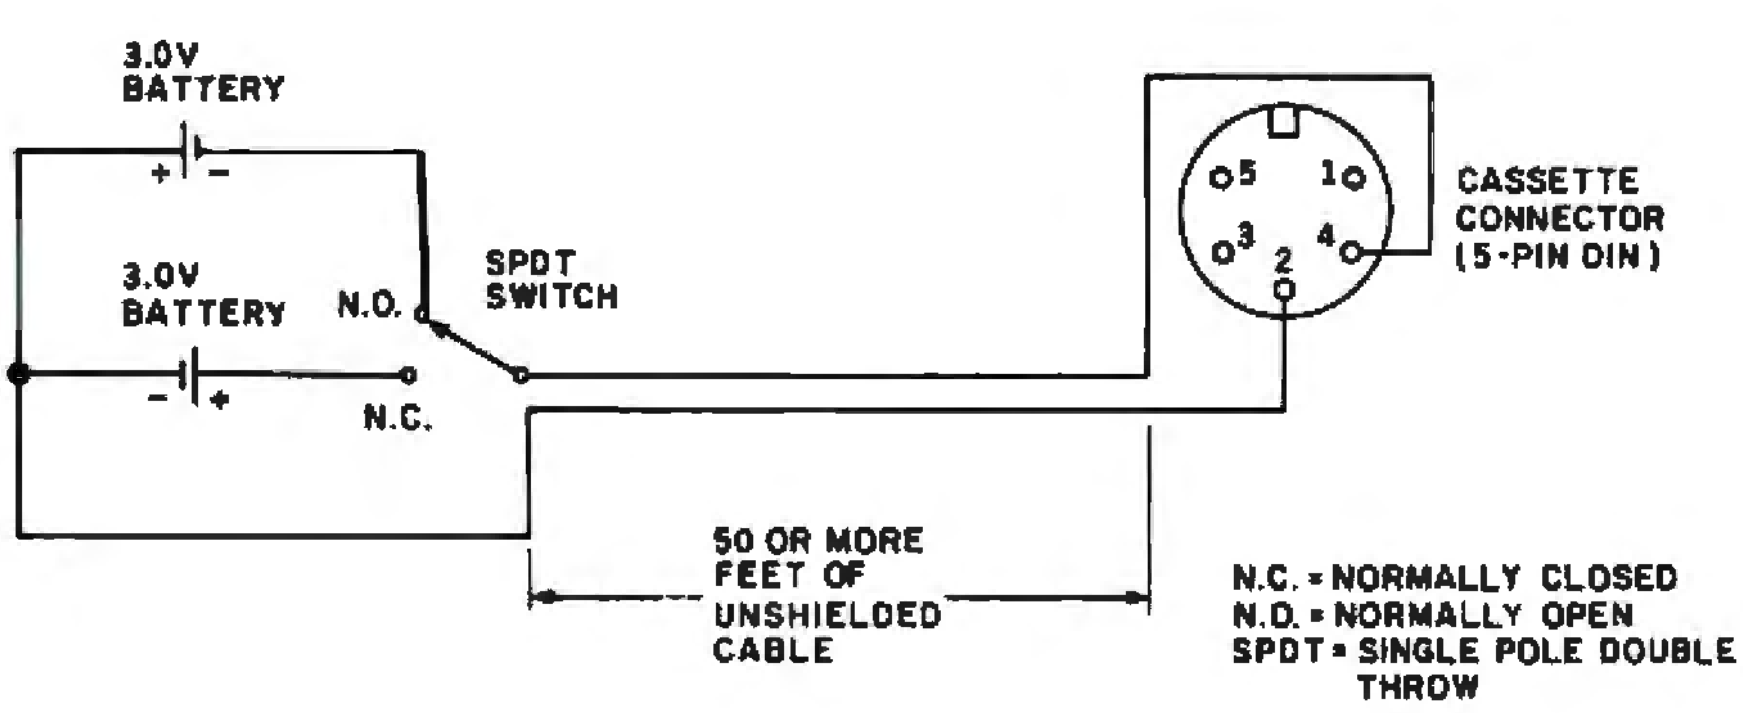

Figure 7: *Remote sensing can be implemented in the Color Computer or Model III by connecting an SPDT switch to two 3-V batteries.*
A remote sensing switch can be implemented in identical fashion to the RS-232C method, as shown in figure 7. Two batteries produce +3 V and −3 V, and these voltages are tied to the normally closed (NC) and normally open (NO) contacts of the remote sensing switch. The switch is connected via ordinary two-conductor cable. Again, twisted wires may be used if desired to improve noise immunity. A 60-foot length of cable was used in a home environment, and no false readings were detected for slow switch closures.